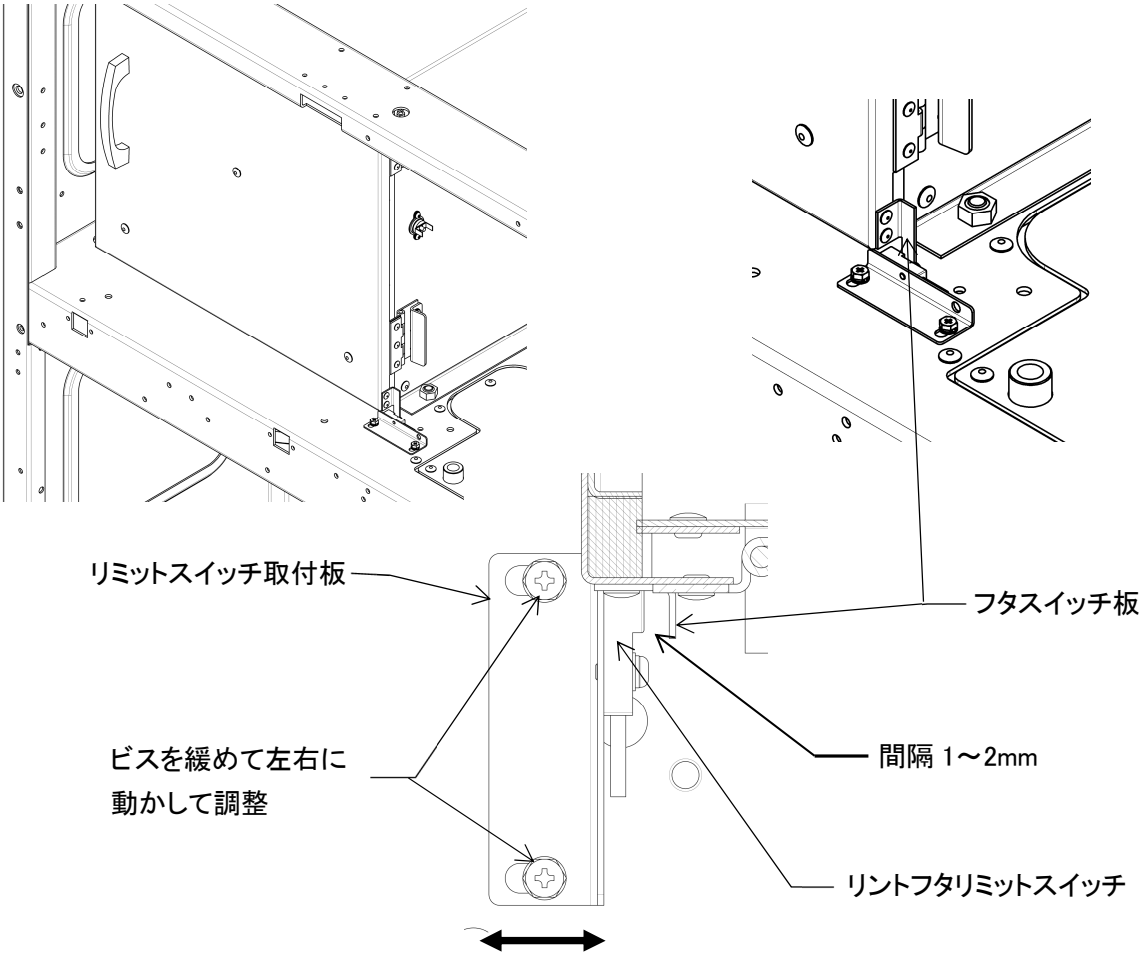

図 8-27
8. 3. 16　リントフタリミットスイッチ（図 8-27）